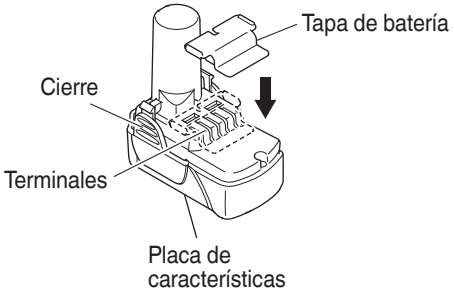

Fig. 1
- ○ **Instale el paquete de baterías en la herramienta eléctrica o almacénelo presionando la tapa de baterías hasta que se oculten los orificios de ventilación para evitar cortacircuitos. (Ver Fig. 1)**